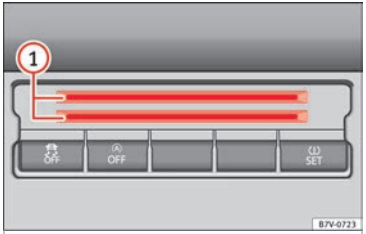

Fig. 181 Centre console, lower section: card compartment
To the bottom of the centre console there is a compartment ››› **Fig. 181** (1) for coins, cards, car park tickets and similar items.